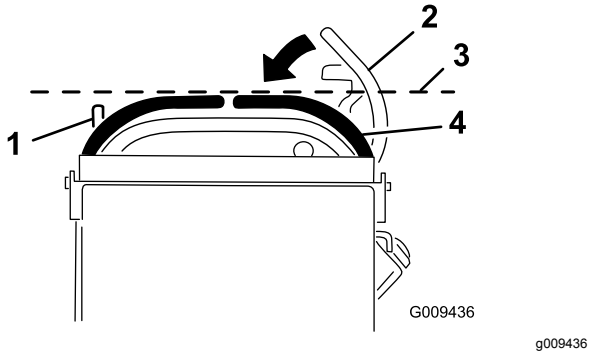

Figur 68
3. Tryck den högra rörelsereglagespaken nedåt, ut ur det NEUTRALA LÅSLÄGET (Figur 68).
4. Kontrollera om den högra rörelsereglagespaken är i horisontell linje med den vänstra (Figur 68).